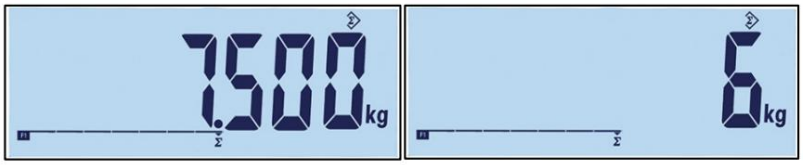

Figur 2-25: Samla värden-ikon
3. Tryck och håll in funktionsknappen för att se totalen (Figur 2-25, vänster). När ackumuleringen eller räkningen visas blinkar ackumuleringsikonen. Tryck kort på funktionsknappen, "Räkna" och antalet värden (Figur 2-25, höger) visas på displayen. Varje gång du trycker på ackumuleringsknappen växlar displayen mellan räkning och summa.